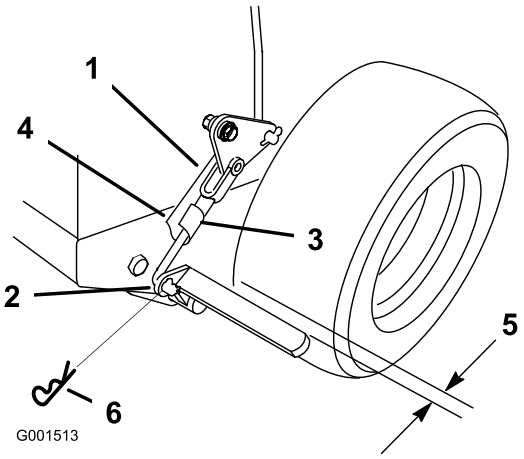

Figura 41
3. Retire o gancho da mola da ligação do travão inferior (Figura 41).
4. Rode a forquilha da ligação do travão inferior no sentido dos ponteiros do relógio para a forquilha para apertar o travão de mão; rode a forquilha da ligação do travão inferior no sentido contrário ao dos ponteiros do relógio para fora da forquilha para soltar o travão de mão (Figura 41).
Nota: Com o travão de mão na posição solta, a folga entre o pneu e a barra plana é de aproximadamente 6 mm (Figura 41).
5. Prenda a ligação inferior à alavanca do travão inferior com o contrapino de gancho e o passador de forquilha (Figura 41).